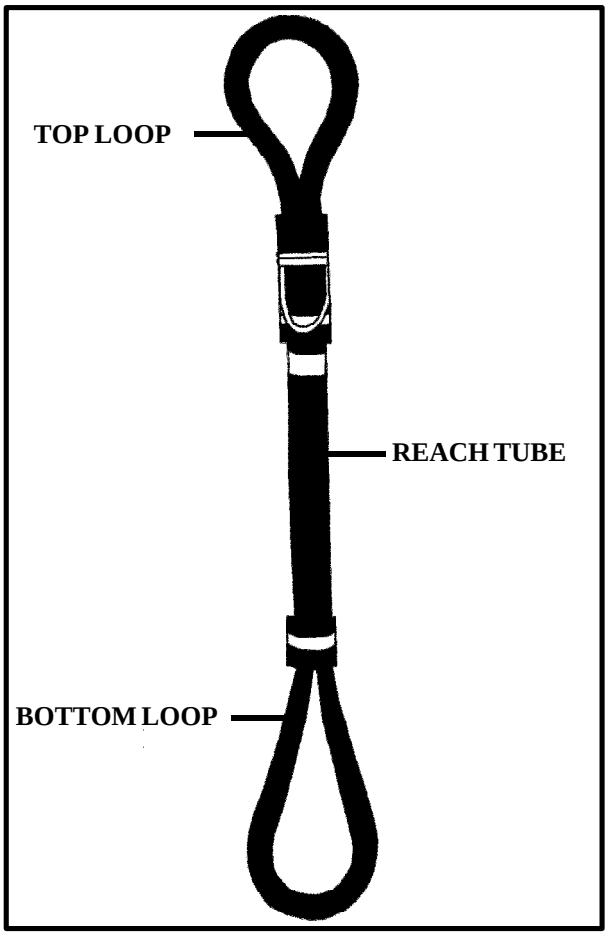

*Figure 8-12. 11,000- and 25,000-Pound Capacity Reach Pendants*
**a. The 11,000-Pound Capacity Reach Pendant.** The 11-K, NSN 4020-01-365-3115, part no. DSG-5-11K, is a reach pendant approximately 5 feet long with an 11,000-pound safe working load capacity. The top eye is black and has a smaller diameter loop, while the bottom eye is green with a larger diameter loop. The safe working load capacity is stamped on the reach tube (Figure 8-12). Remove the sling set apex fitting pin; place the pendant lower eye in the apex fitting; and reinstall the apex fitting pin to use the pendant with a sling set.
**b. The 25,000-Pound Capacity Reach Pendant.** The 25-K, NSN 4020-01-337-3185, part no. BOS-14-K7, is a reach pendant approximately 5 feet long with a 25,000-pound safe working load capacity. The top eye is black and has a smaller diameter loop, while the bottom eye is black with a larger diameter loop. The safe working load capacity is stamped on the reach tube (Figure 8-12). Remove the sling set apex fitting pin; place the pendant lower eye in the apex fitting; and reinstall the apex fitting pin to use the pendant with a sling set.